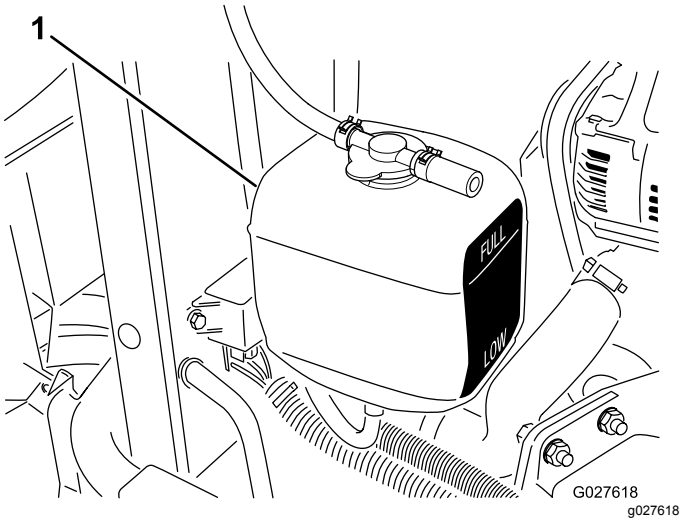

Figur 40
1. Kontroller kølevæskestanden i ekspansionsbeholderen (Figur 40).